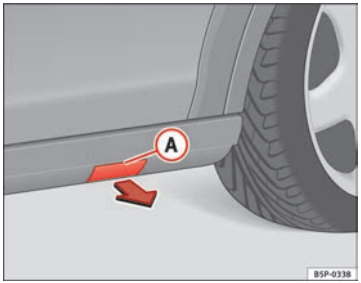

Abb. 183 Kunststoff-Trittleiste mit Deckel zur Aufnahme des Wagenhebers
– Nehmen Sie den Deckel (A) ab, damit die Aufnahmepunkte für den Wagenheber des Fahrzeugs frei sind ⇒Abb. 183.
– Dazu ziehen Sie den Deckel in Pfeilrichtung ab ⇒Abb. 183.